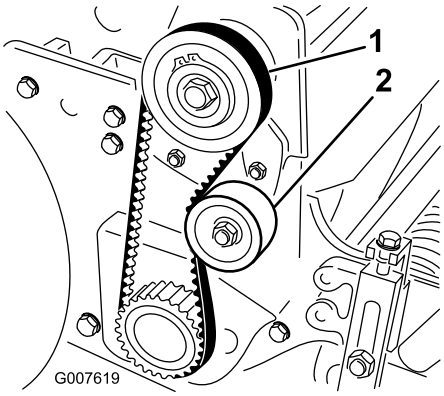

Figur 35
2. Kontrollera spänningen genom att trycka ned remmen mellan de två skivorna (Figur 35) med en kraft på 18–22 Nm. Remmen ska böjas ned 6 mm.
A. Lossa fästmuttern på mellanremskivan och sväng mellanremskivan medsols mot remmens baksida tills önskad remspänning erhålls (Figur 35).